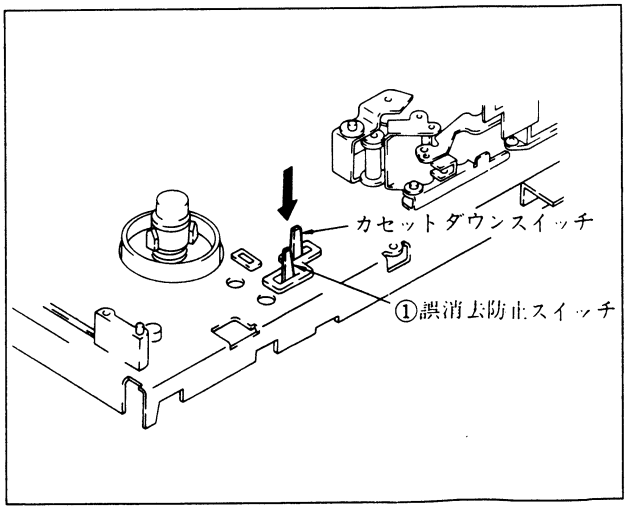

図1-12. FLカセコンを取外した状態で録画モードにする方法
1. 1-12-1.の方法でスレッディングさせ図1-12.の誤消去防止スイッチを押す。